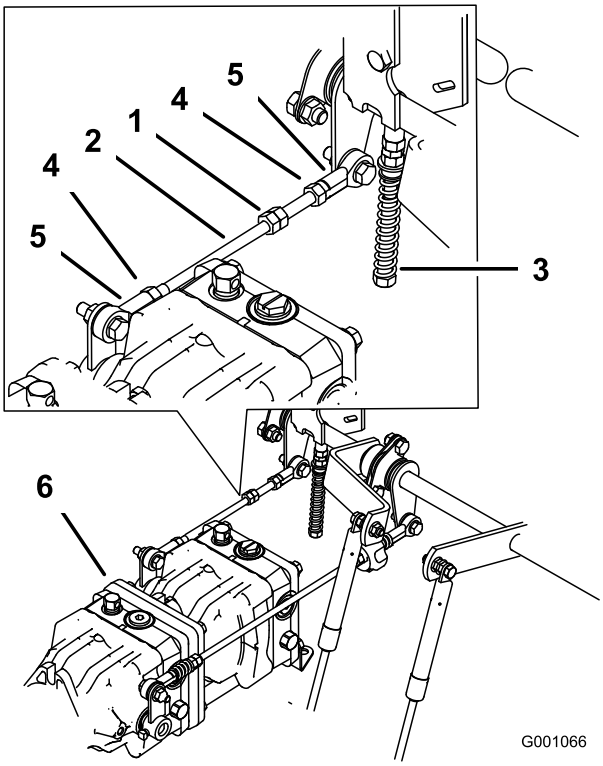

**Figur 79**
1. Løsne låsekontrollen ved kuleleddet på pumpens kontrollstang (Figur 79).
3. Juster lengden på pumpestangen ved å dreie dobbelmutrene på stangen i korrekt retning inntil hjulet ikke beveger seg eller kryper noe i revers (Figur 79).
6. Stram til låsemutrene ved kuleleddene (Figur 79).